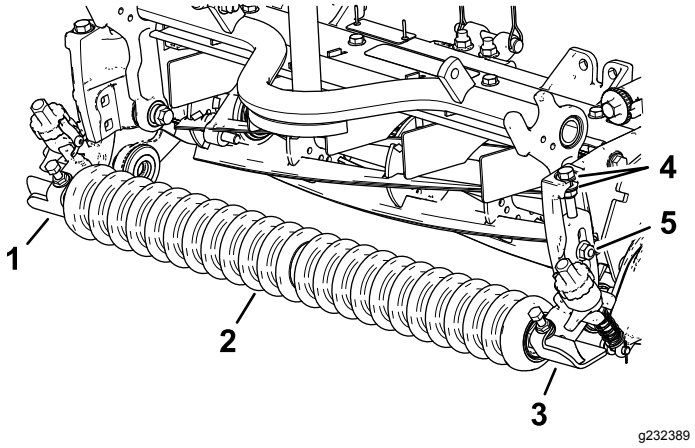

**Figur 11**
1. Montera höger och vänster klipphöjdsfäste samt den främre rullenheten löst på klippenhetens sidoplåtar med de vagnsskruvar som du tog bort tidigare (Figur 11).